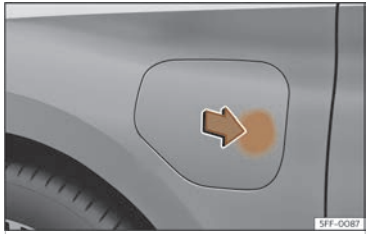

Fig. 59 Ouverture de la trappe de la prise de charge.
- Avec le véhicule déverrouillé, appuyez sur la zone indiquée de la trappe de charge de la batterie et celle-ci s'ouvrira >>> fig. 59.